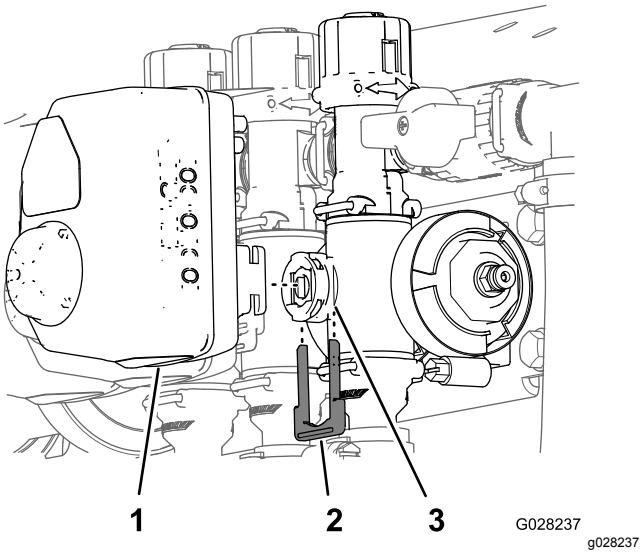

Rysunek 61
3. Wyjmij element ustalający siłownika mocujący go do rozgałęźnika zaworu regulacji dawki, mieszania, nadrzędnego sterowania zraszaniem lub sekcji wysięgnika (Rysunek 61).